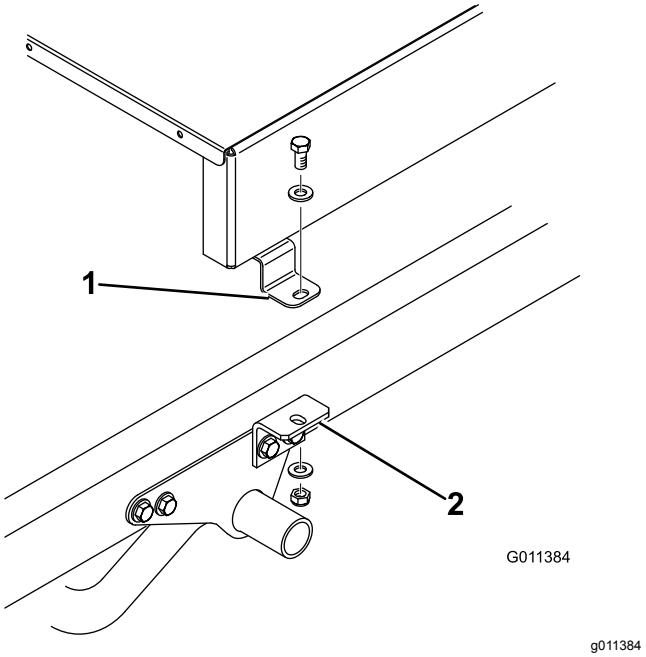
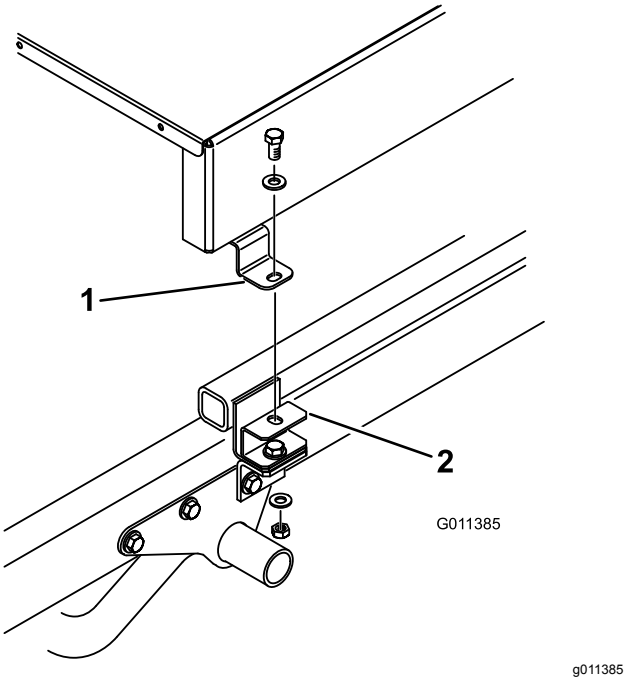

Figur 9
Figur 10
7. Fastgør den øverste del af hvert redskabsbeslag (Figur 9) eller hver afstandsklods (Figur 10) løst på monteringstappen på hver side af topdresseren med en maskinskrue (½" x 1"), 2 flade spændeskiver og låsemøtrikker. Tilspænd alle fastgørelsesanordninger.